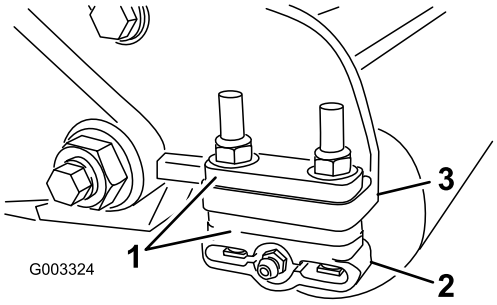

Figur 11
1. Juster beslagene på bagrullen (Figur 11) for at opnå den ønskede klippehøjde ved at placere den nødvendige mængde afstandsbøsninger under sidepladens monteringsflange (Figur 11) i henhold til klippehøjdeoversigten.